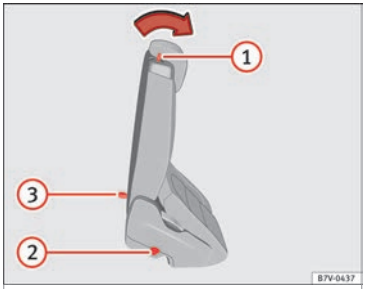

Fig. 157 Second row of seats: convenient entry function controls
- Push the lever ››› Fig. 157 ① forwards and fold the backrest of the rear seat. This seat folds forward completely ››› ⚠ and can still be moved further forward.
- Make sure that the rear seat is securely engaged so that the seat belts can provide proper protection in the rear seats. The red mark ››› Fig. 157 ② should no longer be visible ››› ⚠ in Folding down rear seats to create load space on page 156.
If the lever ››› Fig. 157 ① does not work, e.g. after an accident, the seats on the second row can be folded forwards from the third row to allow vehicle occupants of the third row of seats to get out of the vehicle ››› ⚠.
- Pull the handle ››› Fig. 157 ③ back and fold the backrest of the rear seat. The complete rear seat folds forward ››› ⚠.
- **A red mark on the side of the seat ››› Fig. 157 ② indicates that the seat backrest is not engaged. The mark is no longer visible when it is correctly engaged.**